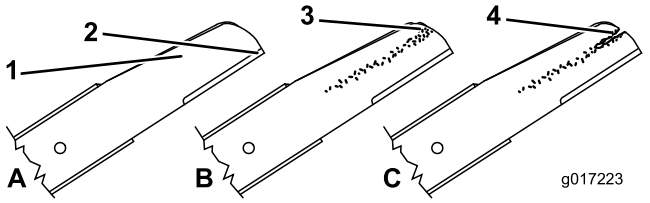

Figura 30
1. Inspeccione los filos de corte (Figura 30). Si los filos de corte no están afilados o tienen muescas, retire las cuchillas y haga que las afilen o cámbielas.
2. Inspeccione las cuchillas, especialmente la parte curva (Figura 42). Si observa cualquier daño o desgaste, o la formación de una ranura en esta zona (Figura 30), cambie las cuchillas inmediatamente por cuchillas nuevas.